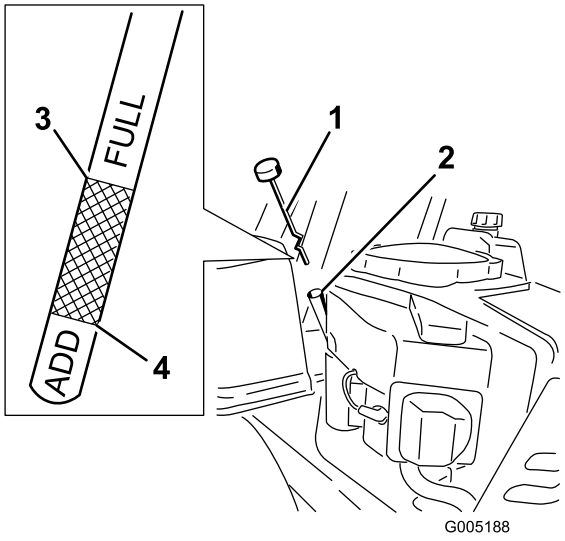

Bild 32
4. Schrauben Sie den Ölpeilstab heraus und wischen Sie das Öl ab (Bild 32). Setzen Sie den Peilstab wieder in das Rohr und setzen Sie den Deckel auf. Schrauben Sie den Deckel nicht auf das Rohr.
5. Entfernen Sie den Peilstab und prüfen den Ölstand. (Bild 32).
8. Nehmen Sie den Öleinfüllstutzendeckel/Peilstab ab (Bild 32).
14. Gießen Sie ca. 80 % der angegebenen Ölmenge langsam in den Einfüllstutzen (Bild 32).
15. Setzen Sie den Ölfüllstutzendeckel/Peilstab ein (Bild 32).
16. Prüfen Sie den Ölstand (Bild 32); siehe „Prüfen des Ölstands“.
18. Setzen Sie den Deckel des Öleinfüllstutzens bzw. den Peilstab ein und schrauben Sie ihn fest (Bild 32).